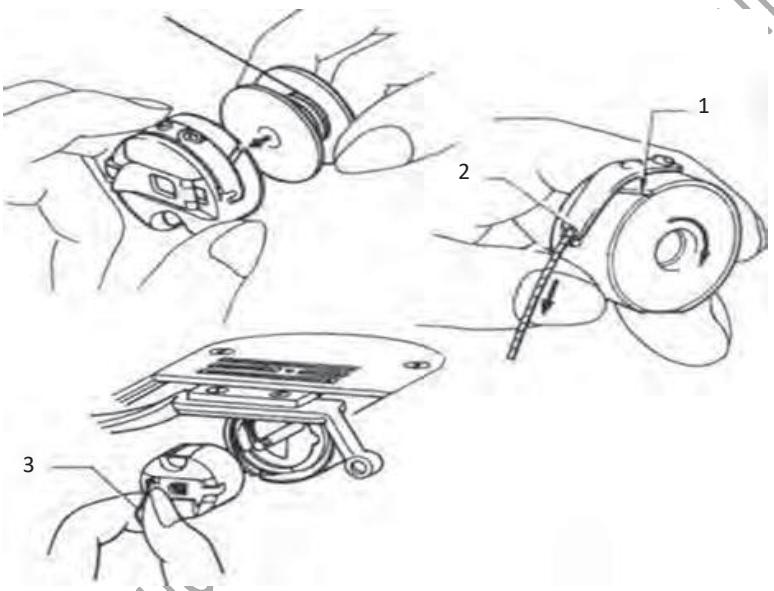

Fig. 2.49: Threading the lower thread
2. Pass the thread through a small notch at the front of the bobbin case and then pull the thread out, as shown Fig. 2.49 Label: 1 and2
5. Hold the latch of the bobbin case and fix into the rotary hook (Fig. 2.49 Label:3).